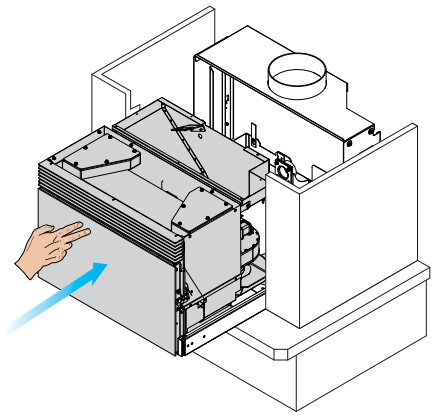

Afb. 6.1.12
12) Duw het apparaat helemaal naar het uiteinde van de rails. (Afb. 6.1.12)